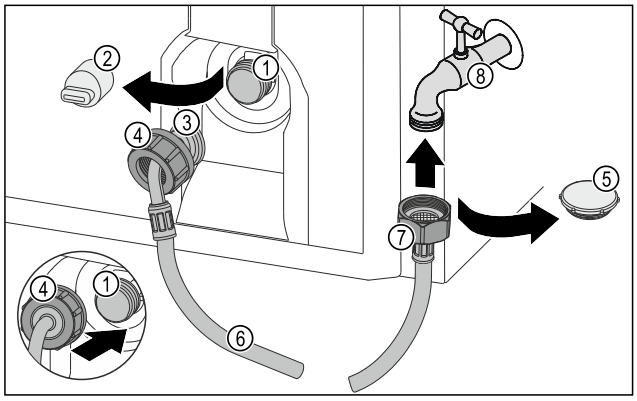

Fig. 23
▶ Remove the closure cap *Fig. 23 (5)*.
▶ Place the straight end of the hose *Fig. 23 (7)* on the tap *Fig. 23 (8)*.
▶ Tighten the nut at the straight end of the hose *Fig. 23 (7)* in a clockwise direction.